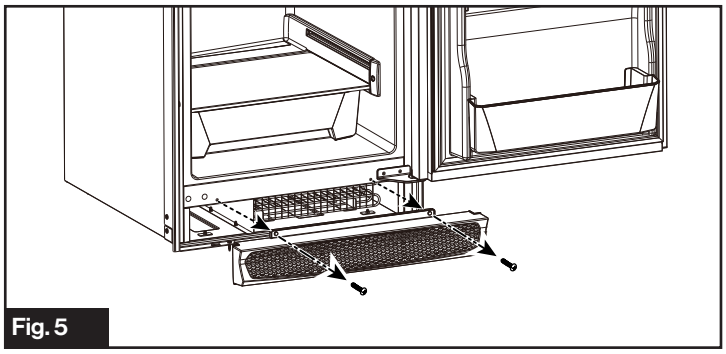

Fig. 5
2. Dévissez les vis de fixation de l'orifice d'aération, puis retirez l'orifice d'aération. (Fig. 5)